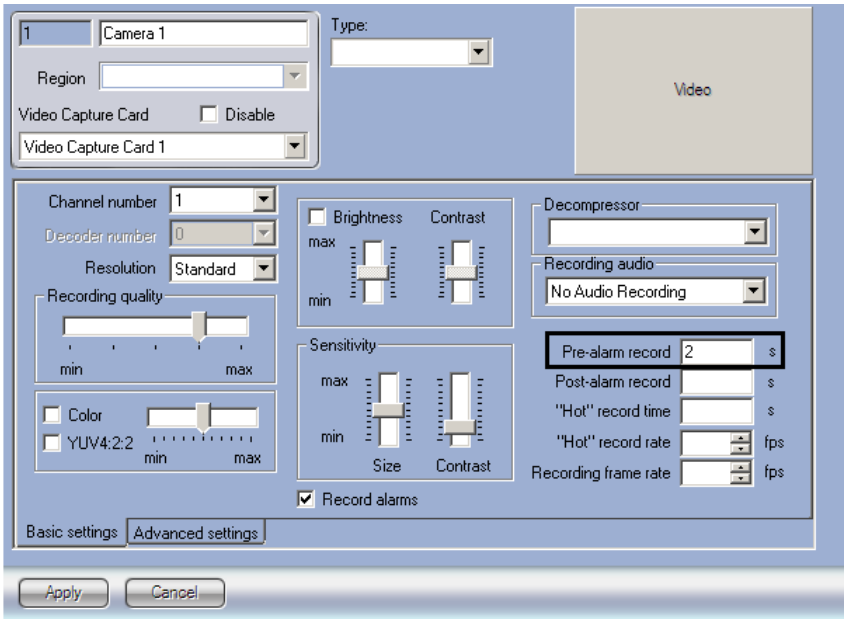

Fig. 4.3—10 Pre-alarm record parameter
13. In the **Length (sec)** field enter the length of the transmitted video fragment (for **Transmit video** mode, Fig. 4.3—8).